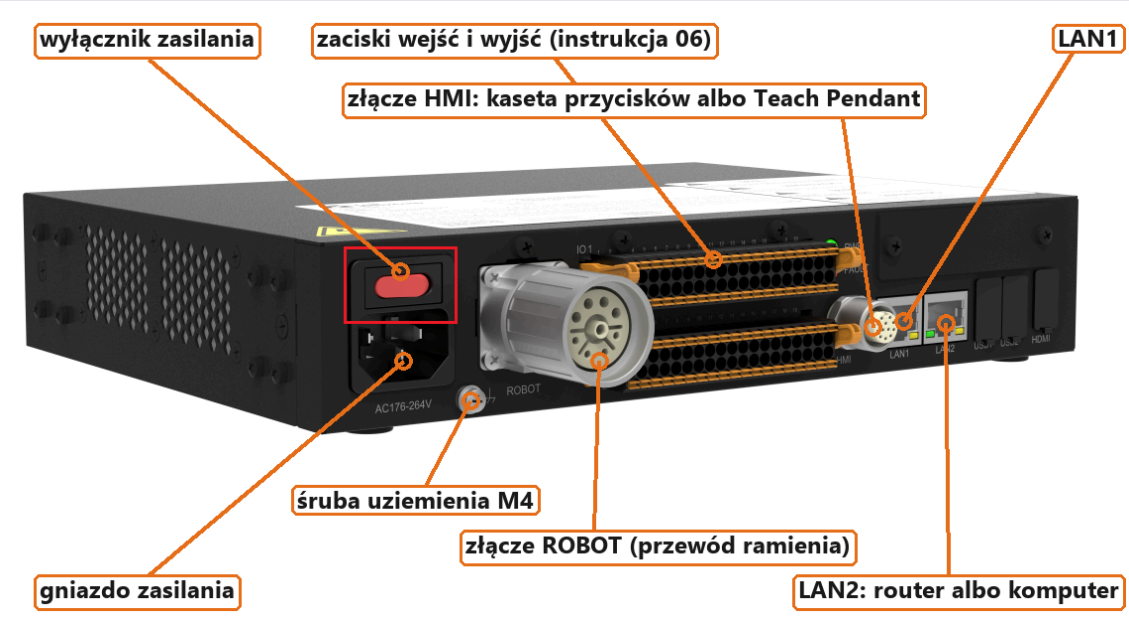
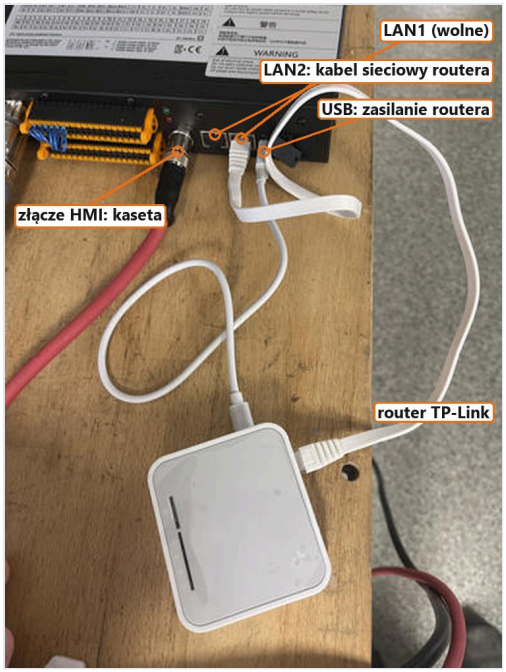

Rys. 9. Panel złączy kontrolera. Położenie śruby uziemienia jak na rys. 3.5-6 dokumentacji (dokumentacja FAIRINO, rys. 1.5-1, opisy Avena Robotics).
Rys. 14. Router podłączony do kontrolera: kabel sieciowy w gnieździe LAN2, zasilanie z gniazda USB. W gniazdo LAN2 wpinasz też kabel z komputera.
3. Podłącz przewód ramienia do dużego okrągłego złącza ROBOT i dokręć nakrętkę (rys. 9).
Schemat połączeń pokazuje rys. 8, a złącza kontrolera rys. 9.
Kontroler: śruba M4 z symbolem uziemienia. Dokumentacja FAIRINO opisuje jej położenie niespójnie. Tekst podaje „in the upper left of the power switch”, czyli na lewo, powyżej wyłącznika zasilania. Rysunek pokazuje śrubę pod gniazdem zasilania, obok napisu ROBOT (rys. 9). Na swoim kontrolerze szukaj śruby oznaczonej symbolem uziemienia.
3. Włącz kontroler czerwonym wyłącznikiem (rys. 9). Usłyszysz wentylatory.
1. Sprawdź, czy kabel z komputera jest wpięty w gniazdo LAN2 kontrolera (rys. 14; złącza kontrolera: rozdział 4, rys. 9), a nie w gniazdo kasety przycisków. Jeśli kabel trzeba przełożyć, najpierw wyłącz kontroler (rozdział 8), a włącz go po ponad 1 minucie.